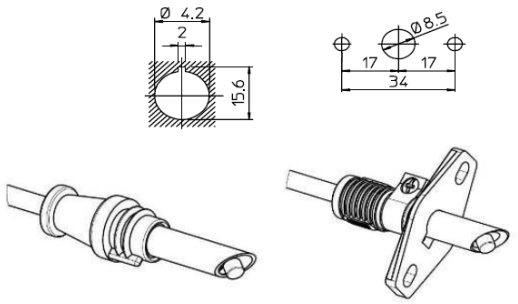

Fig. 9 – Dima e sistemi di fissaggio sensori FT11/FT13
- per il BTXXXO in applicazioni ad olio combustibile i sensori FD1D BT - FD2D BT (fig. 5) oppure UV… (fig. 6) utilizzabili solo in bruciatori a fiamma blu; nelle applicazioni di bruciatori a fiamma gialla sono più idonee le fotoresistenze FC7, FC8, FC11, FC13 o FC14 (fig.re 7 e 8) oppure i fototransistor FT11 o FT13 (fig. 9).